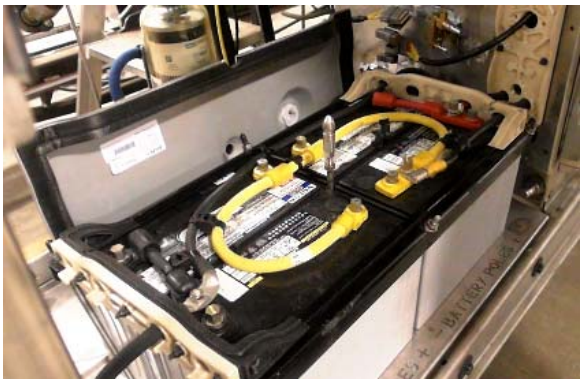

FIGURE 30: BATTERY BANK COVER REMOVED
1. Remove the battery bank cover and place behind the battery bank (FIGURE 30).